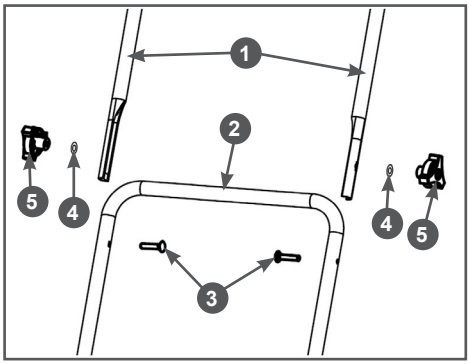

Рис. 4 Установка верхней части рукоятки
5. Установите верхнюю часть рабочей рукоятки. Совместите отверстия в верхней 1 и нижней 2 частях рабочей рукоятки, вставьте в образовавшиеся отверстия болты 3, установите шайбы 4 и закрутите барашковые гайки 5 (Рис. 4).